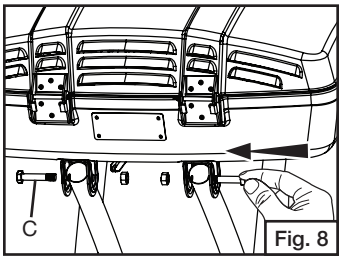

Fig. 8
- Fije los extremos de la manija de remolque a la parrilla con pernos pivote Soporte del pestillo y tuercas. (Fig. 8)